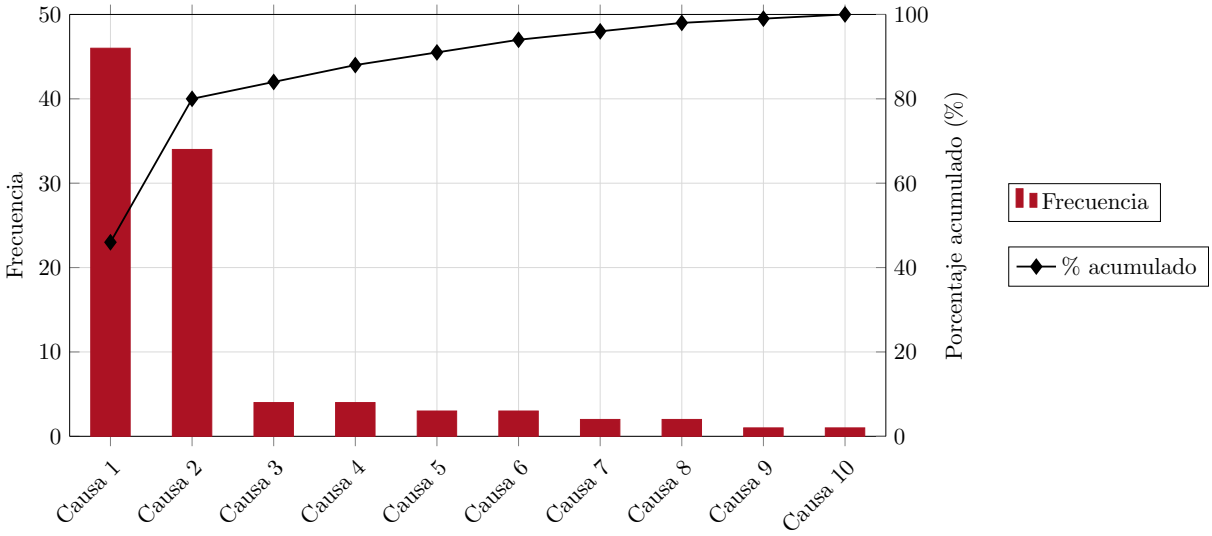

Figura 5.8: Histograma — diagrama de Pareto
- **Histogramas**: Organizan los datos en columnas ordenadas por frecuencia, permitiendo aplicar el **principio de Pareto** para focalizar los esfuerzos en resolver el 20 % de las causas que generan el 80 % de los problemas (Figura 5.8). Son particularmente útiles para priorizar acciones de mejora.